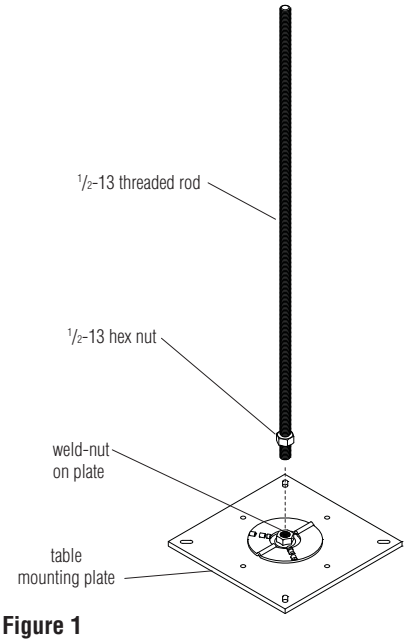

Figure 1
2. Twist the hex nut onto the threaded rod until 1/2" of the threaded rod protrudes beyond the bottom-side of the hex nut (Figure 1).
3. Orient the square mounting plate as shown and turn the threaded rod with hex nut into the weld-nut on the mounting plate until the hex nut contacts the weld-nut, or the threaded rod bottoms-out on the mounting plate (Figure 1). Snug tighten the hex nut against the weld-nut with a 3/4" open wrench to secure the threaded rod to the mounting plate (Detail A).